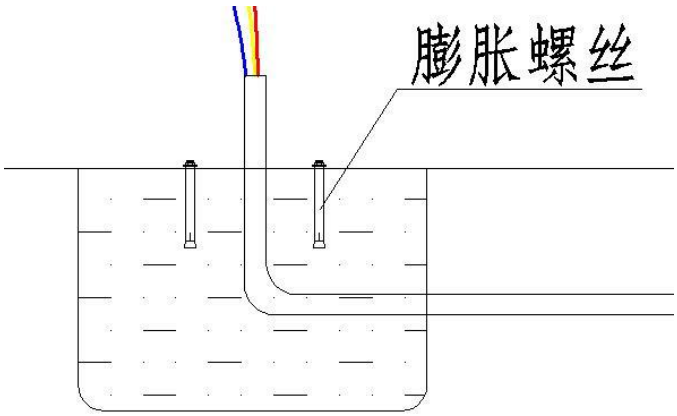

图 4
4、用设备支架在预浇好的水泥基上画出打固定螺丝孔位，再用 10MM 的冲击钻打 4 个孔装上 M8 的膨胀螺丝，如图 4。